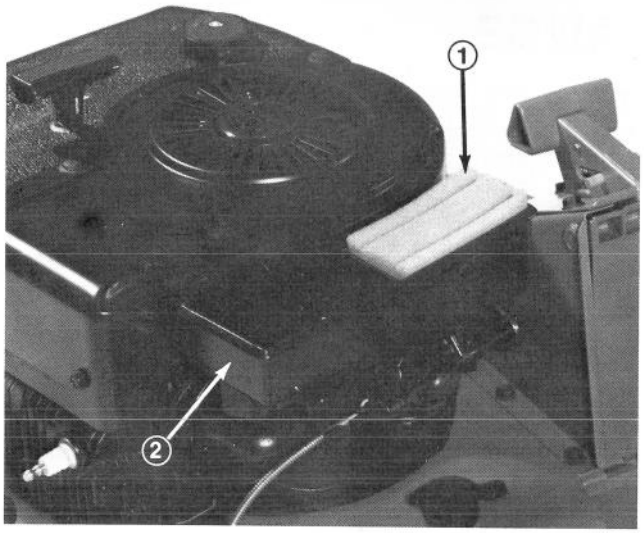

Figure 24
1. Remove air filter cover and clean (Fig. 24).
2. Inspect air cleaner element (Fig. 24). If necessary remove and clean.
D. Place element into the air cleaner body (Fig. 24).